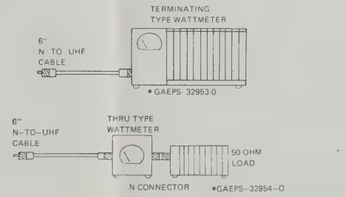

Figure 1. Test Setups for 800 MHz Alignment
1. Be sure to use a good 50-ohm load and a test cable that is as short as possible. We recommend one of the arrangements shown in Figure 1.